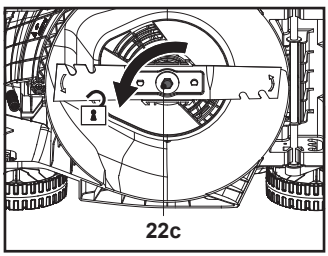

**Fig. 19**
1. Mantenga la parte inferior y la cuchilla (22) limpias y libres de suciedad. Retire los recortes del canal de descarga trasero (21).
3. Mantenga la cuchilla (22) afilada para garantizar un buen rendimiento de corte. Sustituya una cuchilla desgastada o dañada por una nueva del mismo tipo o pida a un especialista cualificado que la afile.
4. Afloje el perno de montaje (22c) girándolo hacia la izquierda con una llave de impacto eléctrica adecuada (vaso de 13 mm) (Fig. 19) y retírelo junto con la arandela plana (22b) y la cuchilla (22).